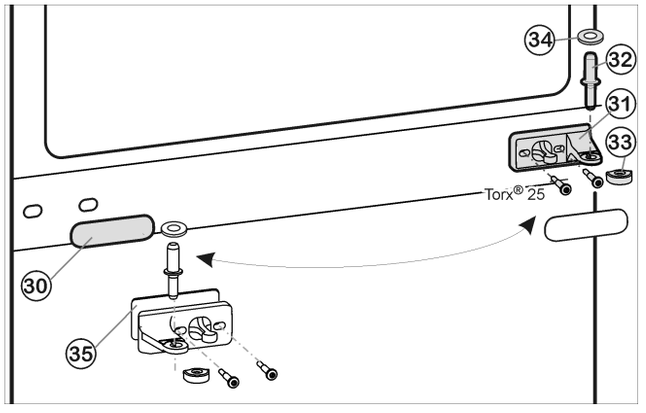
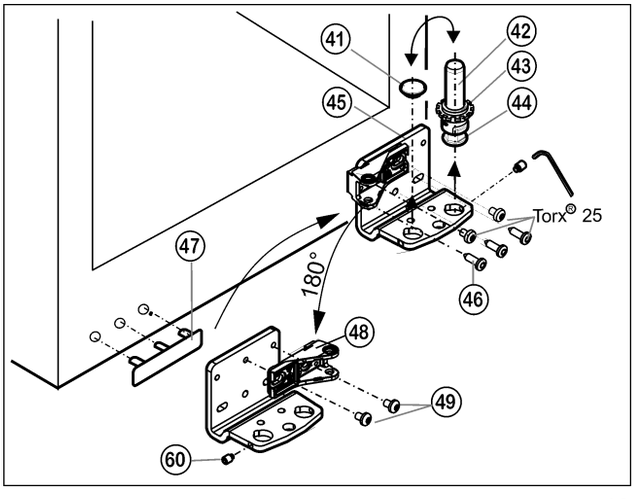

*Fig. 12*
*Fig. 13*
▶ Pull center bearing pin *Fig. 12 (32)* and disc *Fig. 12 (34)* out of the bearing bracket and the lower door.
▶ Remove plastic cap *Fig. 12 (33)*.
▶ Unscrew center bearing bracket *Fig. 12 (31)* (2 x Torx® 25).
▶ Carefully remove cover trim *Fig. 12 (30)*.
▶ Turn the center bearing bracket *Fig. 12 (31)* and washer *Fig. 12 (35)* 180° and secure **tightly (to 4 Nm)** on the new hinge side.
▶ Turn the cover trim *Fig. 12 (30)* 180° and snap it back into place on the new handle side.
▶ Unscrew grub screw *Fig. 13 (60)* by approx. 1 turn using the socket wrench supplied.
▶ Unscrew the bearing pin *Fig. 13 (42)*, with disc *Fig. 13 (43)* and positioning foot *Fig. 13 (44)*, in an upwards direction.
▶ Lift off plug *Fig. 13 (41)*.
▶ Unscrew *Fig. 13 (46)*bearing bracket *Fig. 13 (45)*.
▶ Completely unscrew the grub screw *Fig. 13 (60)* and screw it into the opposite side of the bearing bracket until it is externally flush with the bearing bracket.
▶ Unscrew bearing part *Fig. 13 (48)*, turn it 180° and tighten *Fig. 13 (49)* it to the inside.
▶ Insert plug *Fig. 13 (41)* back into the other hole.
▶ Carefully lift off the cover on the handle side *Fig. 13 (47)* and move it to the opposite side.
▶ Using a cordless screwdriver if necessary, again secure the bearing bracket *Fig. 13 (45)* on the new hinge side **tightly (to 4 Nm)**.
▶ Screw complete bearing pin *Fig. 13 (42)*, with disc and positioning foot, back into place again.
▶ Tighten grub screw *Fig. 13 (60)*.
▶ Position the lower door from above onto the lower bearing pins *Fig. 13 (42)*.
▶ Place the plastic cap *Fig. 12 (33)* back onto the center bearing bracket *Fig. 12 (31)*.
▶ Insert the center bearing pin *Fig. 12 (32)* on the new hinge side through the center bearing bracket *Fig. 12 (31)* into the lower door.
▶ Place disc *Fig. 12 (34)* onto the center bearing pin *Fig. 12 (32)*.
- ▶ Place the upper door onto the center bearing pin *Fig. 12 (32)*.
▶ Align the doors flush with the appliance housing, using the two oblong holes in the lower bearing bracket *Fig. 13 (45)* and in the center bearing bracket *Fig. 12 (31)* as a guide, if needed. To do so, unscrew the center screw on the lower bearing bracket *Fig. 13 (45)*.